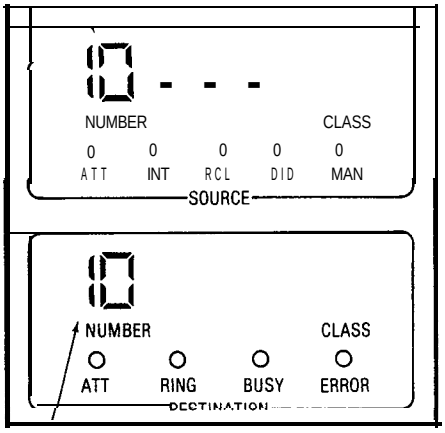

Fig. 242-l Typical Entry Displays
- DESTINATION display shows number entered (Fig. 242-l)
- When a subsequent Key operation occurs the number is transferred to the SOURCE display and three hyphens appear as shown in Fig. 242-l)